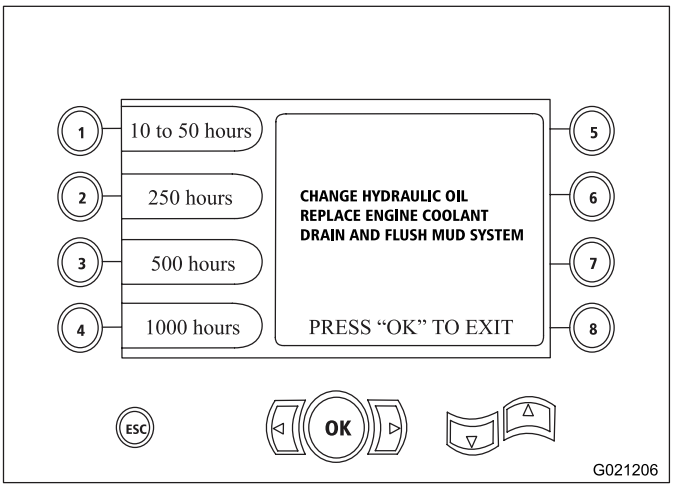

Figure 27
- Bouton 4 – calendrier d'entretien à 1 000 heures (Figure 27)